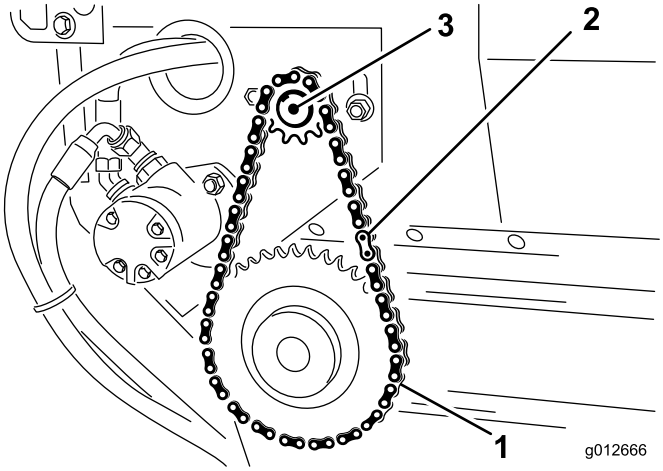

Rysunek 21
2. Zdemontuj ogniwo główne z łańcucha i łańcuch z małego koła łańcuchowego (Rysunek 21).